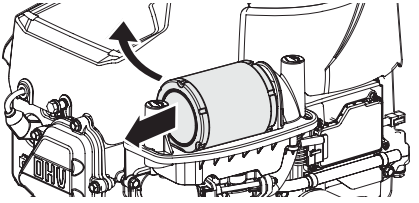

Figure 9
3. Tirer vers l'avant puis vers le haut pour enlever le filtre à air (Figure 9).